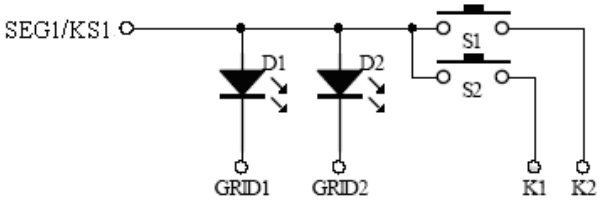

图14
1、 在硬件上，可以将需要同时按下的键设置在不同的K线上面如图14所示